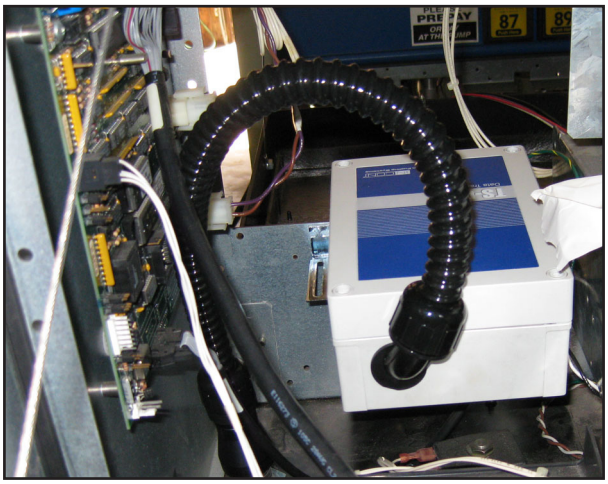

Figure 17: DTU Installed with Cover On
35. Install the DTU assembly on the horizontal cross bracket as shown in Figure 17. Use the two screws, washers, and nuts as supplied in the TS-DTU/P hardware kit. Make sure the flexible conduit does not interfere with electronics inside dispenser.